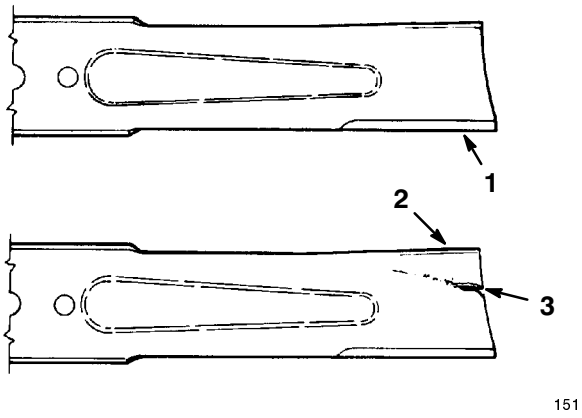

Abbildung 17
2. Die Schneidkanten untersuchen (Abb. 17). Wenn die Kanten nicht scharf sind oder Kerben haben, die Schnittmesser ausbauen und schärfen. Siehe “Schärfen der Schnittmesser”, Seite 17.
3. Die Schnittmesser untersuchen, insbesondere den gebogenen Bereich (Abb. 17). Wenn Schäden, Verschleiß oder Rillenbildung in diesem Bereich festgestellt werden (Abb. 17), muß sofort ein neues Schnittmesser installiert werden.